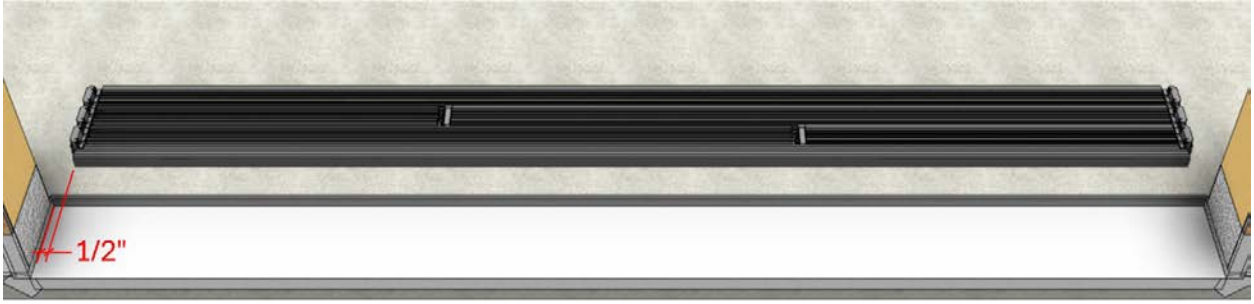

Fig 3
- Place the Sill Assembly on the floor just inside the Rough Opening. Center the sill laterally in the R.O. with an approximate gap of 1/2” between the edge of the R.O. and the ends of the Sill. (Fig 3.)
- Follow the steps above describing how to install and fasten the shims into the rough opening, (Fig 3 to Fig 17).